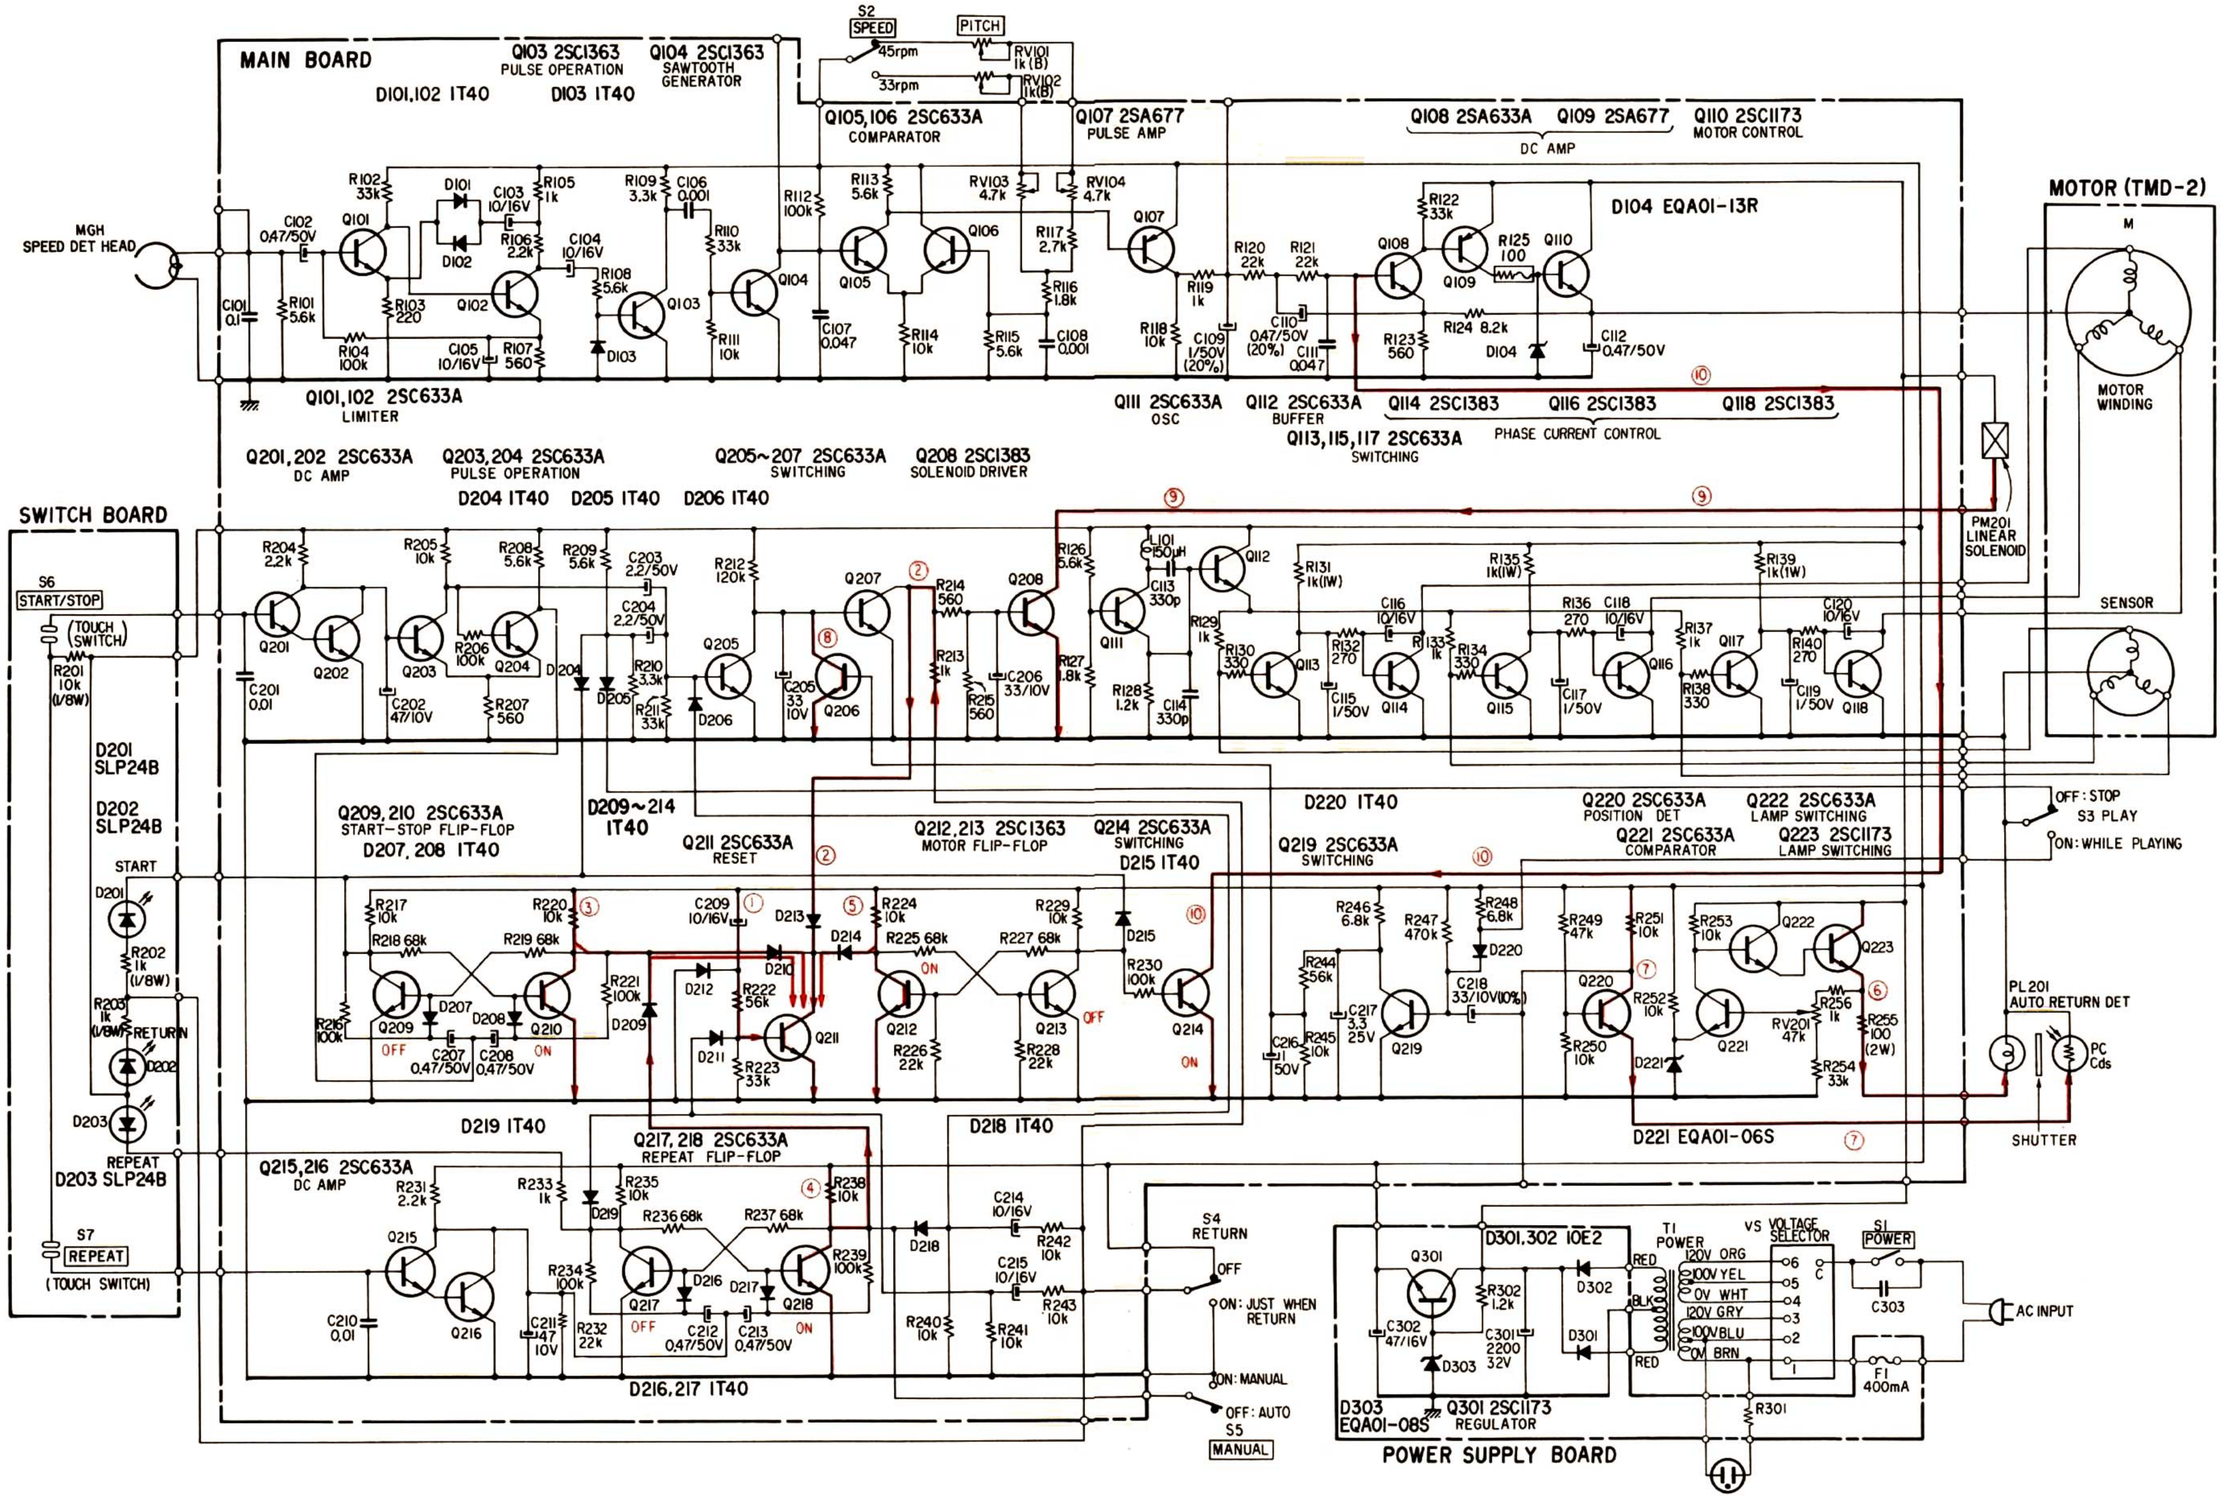

Fig. 2-6.
1. Operation when power switch turned ON. (see Fig. 2-6)
1. When the power switch is turned ON, C209 is charged up, and Q211 turned ON. (1 and 2 in Fig. 2-6).
2. Once Q211 is turned on, currents flow through D210, D214 and D209 (3, 4 and 5 in Fig. 2-6), resulting in the resetting of each of the flip-flops (i.e., Q210, Q212 and Q218 are turned ON, and Q209, Q213 and Q217 turned OFF). This situation thus maintains circuit stability.
3. Operation for auto-return (see Fig. 2-6)
1. When the power switch is turned ON, and Q222 and Q223 turned ON, the auto-return detector lamp PL201 lights up. (Current flow 6 in Fig. 2-6.)
2. When the tonearm reaches the return position, a shutter is opened, and light from PL201 falls upon PC (CdS). The resistance of PC consequently decreases, resulting in the Q220 collector potential being dropped, and the Q219 base potential being dropped through C218. Consequently, Q219 is turned OFF, and Q206 turned ON. (See current 7 and 8 in Fig. 2-6.)
3. The base of Q207 is thus grounded, resulting in Q207 turning OFF, and Q208 turning ON, and a current flowing through the solenoid. (Current 9 in Fig. 2-6.)
6. Q211 is turned ON via C215, R243 and D211, resulting in the flow of currents marked 3 and 5 in Fig. 2-6.
7. Consequently, flip-flops Q209, Q210 and Q212, Q213 are inverted (Q209 and Q213 are turned OFF, and Q210 and Q212 turned ON), or in other words, reset. Q213 is then turned OFF, resulting in Q214 being turned ON (current flow 10 in Fig. 2-6), and the base of Q108 being grounded. Therefore, Q108, Q109 and Q110 are all turned OFF, and the motor stops rotating. Further, since Q209 is turned OFF, the START indicator lamp (LED) D201 goes OFF.
2-3. SCHEMATIC DIAGRAM (Fig. 2-6)